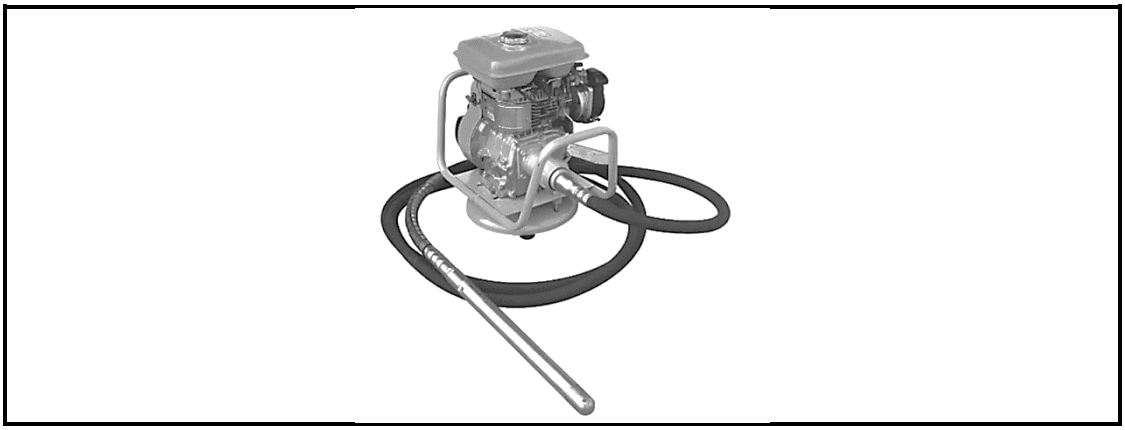

FIGURE 4.6
4.6 Answer the following questions regarding the construction machine in FIGURE 4.6.